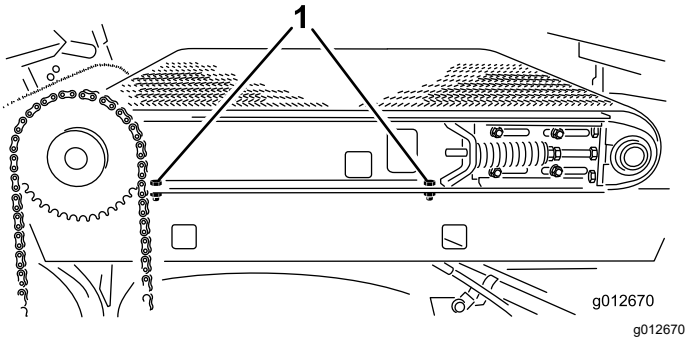

Figur 36
2. På højre side af maskinen skal du stramme de 2 maskinskruer, der fastgør gliderens stelvange på den højre skærm (Figur 36).